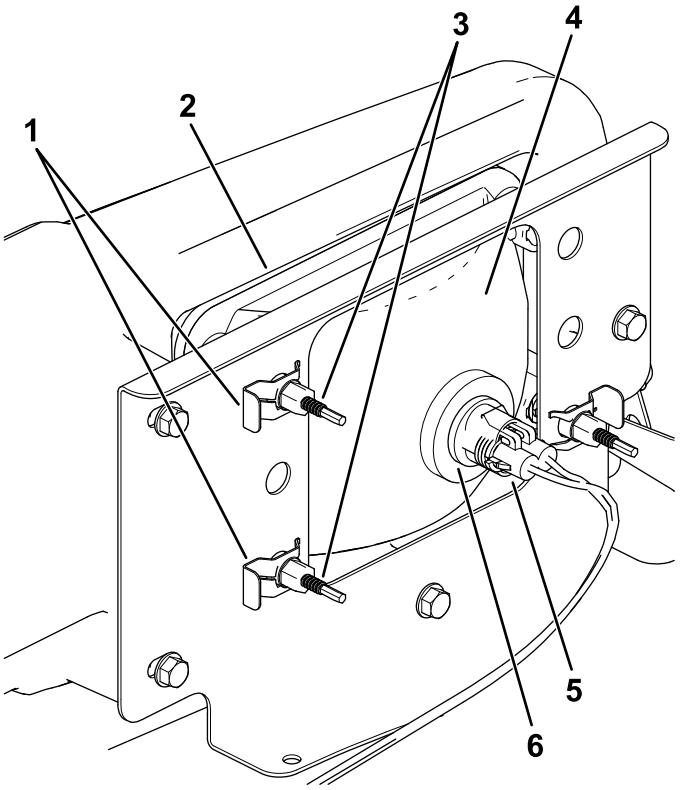

Figur 53
3. Koppla loss kablagets elektriska anslutning från lampenhetens kontakt (Figur 53).
4. Ta bort snabbklämmorna som fäster strålkastaren vid strålkastarfästet (Figur 53).
5. Demontera strålkastarenheten genom att flytta den framåt genom öppningen i den främre stötdämparen (Figur 53).
6. För in den nya strålkastaren genom öppningen i stötdämparen (Figur 53).
8. Anslut kablagets elektriska anslutning till lampenhetens kontakt (Figur 53).
5. Vrid justerskruvarna (Figur 53) på baksidan av strålkastarenheten för att vrida enheten och rikta in ljuskäglan.